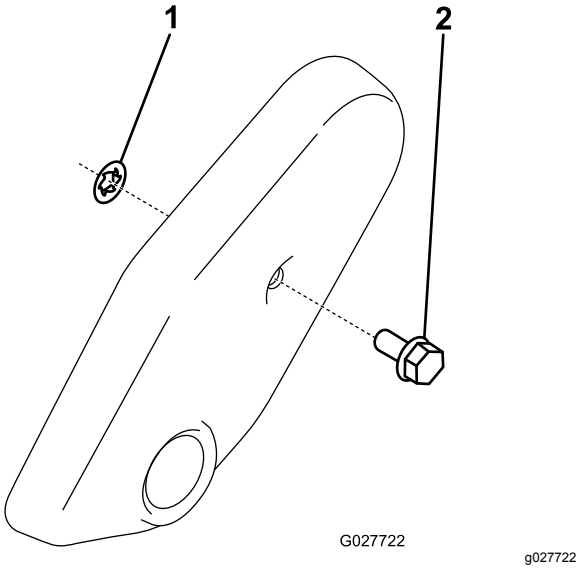

Figuur 7
2. Schuif de drukmoer over de plug van de riemkap (Figuur 7).